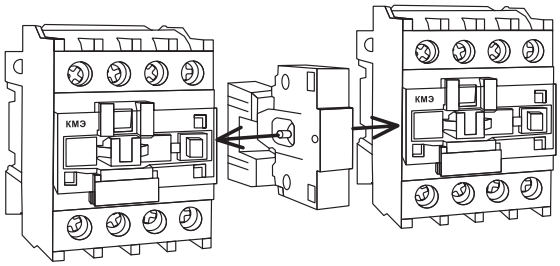

Рис. 2
2. Схема реализации реверсивной схемы на контакторах КМЭ EKF PROxima с использованием блокировочного устройства (рис. 2).